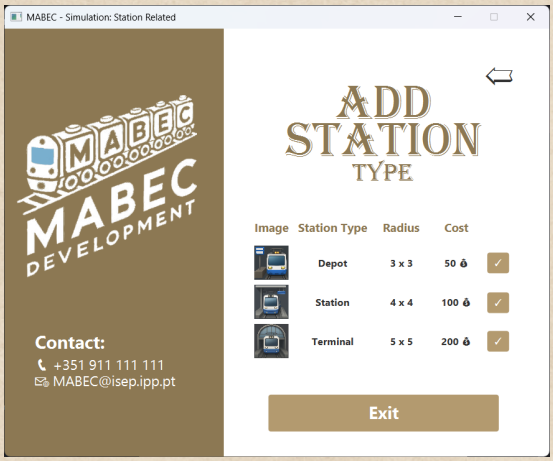

Figure 5.88: Add Station - Select Station Type
1. Select a station type from the list. Each type includes its name and associated cost (see Figure 5.88).